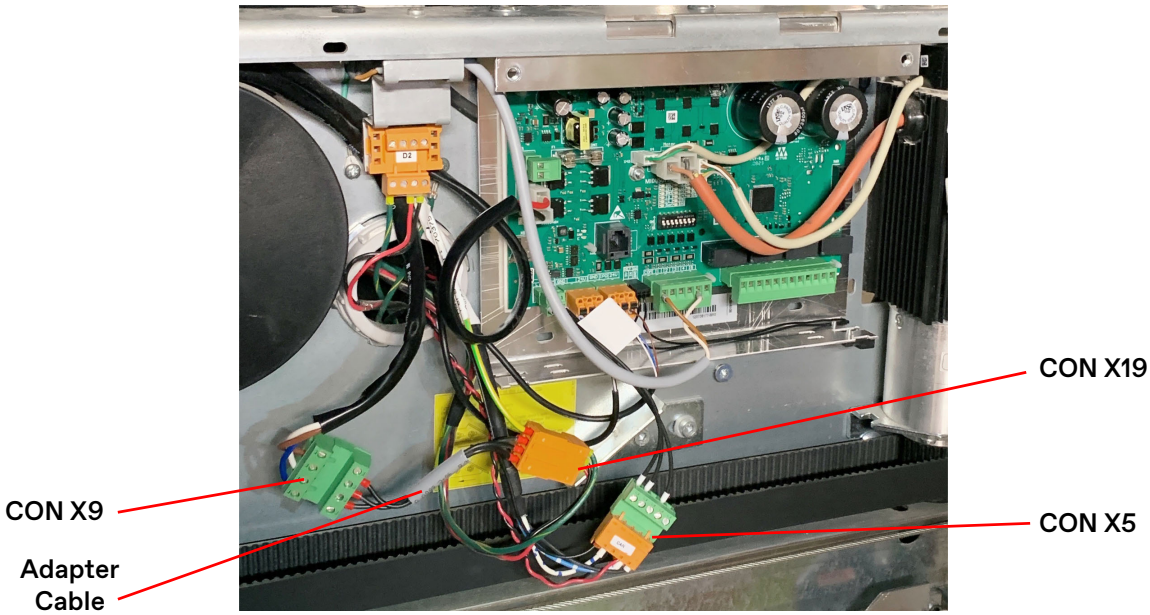

Figure 10 - V2 Board Connectors
5. Plug the following connectors back into the V2 board. See Figure 10.